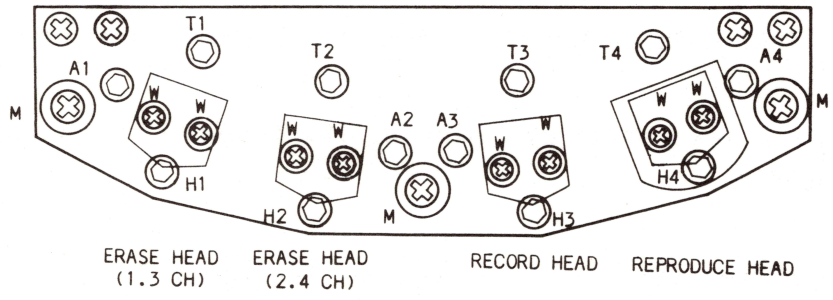

Figure 8-5 Head Assembly
The head assembly is mounted on three tape-guide posts and secured in place by the three screws labeled "M" in Figure 8-5 .
If tape wrap is incorrect, adjust the wrap by loosening the screws labeled "W" as shown in Figure 8-5 .
2. Observe the reading on the wave analyzer and turn screw "H" (Figure 8-5) 1/4 turn clockwise.